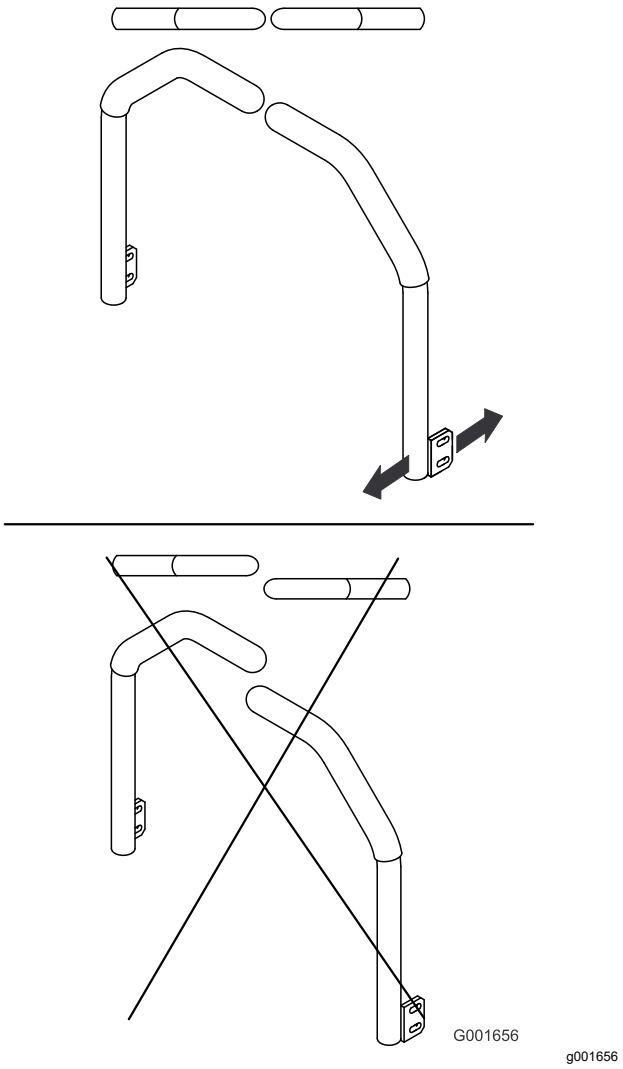

Figuur 94
5. Stel de rijhendels zodanig af dat ze in een lijn staan en draai de bouten vast waarmee de rijhendels worden bevestigd aan de steunen (Figuur 94).